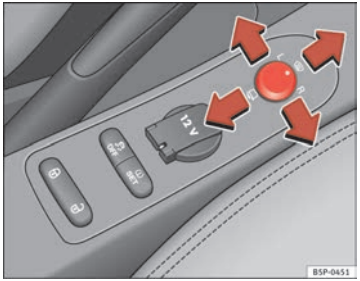

Fig. 90 Controls of exterior mirrors
1. Turn knob ⇒ fig. 90 to position **L** (**left exterior mirror**).
– Turn the knob forwards to the central position ⇒ fig. 90 (1) so that the heated rear view mirrors warm up and the heated windscreen* in the wiper blade rest area is activated ⇒ page 130.
– Turn the control ⇒ fig. 90 to position to fold in the exterior mirrors. You should always fold in the exterior mirrors if you are driving through an automatic car wash. This will help prevent damage.